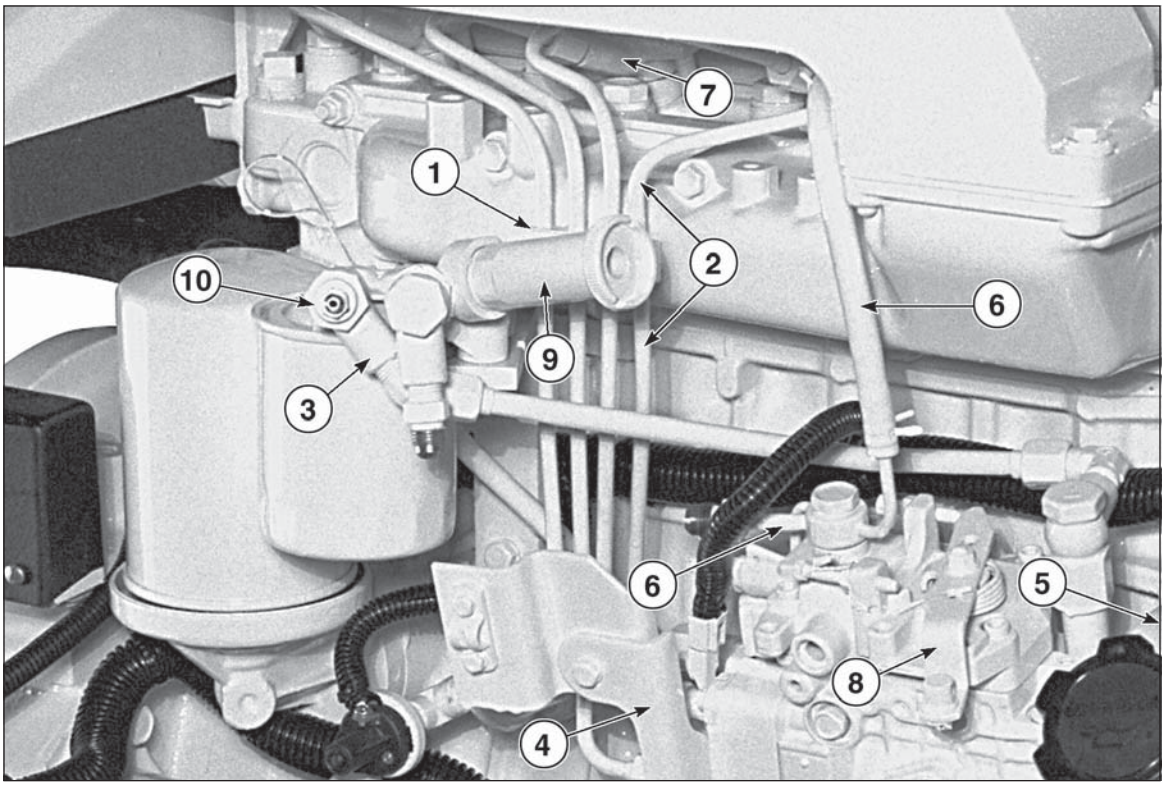

Figure 13. *Fuel System*
b. Remove injection lines (Figure 13 #2) from pump and injectors. Remove all lines as an assembly. Do not remove the spacers. Cover the ends of the lines, the injector inlets and injection pump outlets to keep dirt out of injectors, lines and pump.
c. Remove pump support bracket (Figure 13 #4) on rear of pump.
d. Remove plug (Figure 13 #5) from timing case cover. Use an indelible marker to put a mark on injection pump gear through plug hole. You will use this mark to align pump during reassembly. Do not rotate crankshaft after marking.